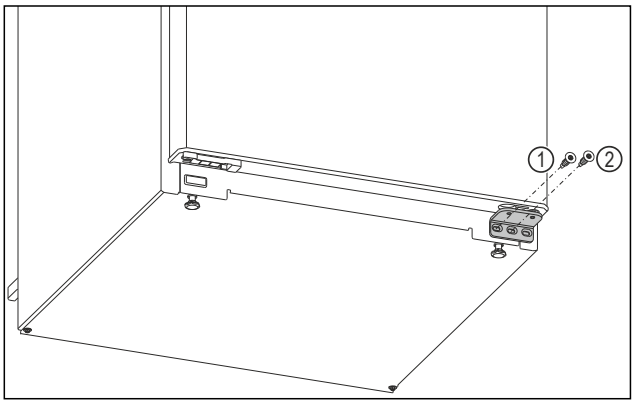

Fig. 4
▶ Skruva ur den invändiga skruven på undre lagerkonsolen med skruvmejsel Torx 20. *Fig. 4 (1)*
▶ Skruva ur den mellersta skruven på undre lagerkonsolen med skruvmejsel Torx 20. *Fig. 4 (2)*